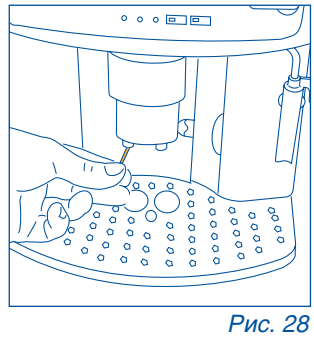

Рис. 28
- Время от времени убеждайтесь, что отверстия узла подачи кофе не засорены. Для их очистки от остатков высохшего кофе используйте иглу, рис. 28.